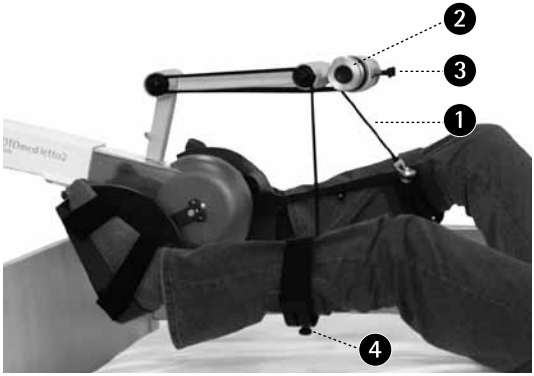

Bild 59
Benstyrningen »TrainCare komfort« (Bild 59) bidrar till att underbenen sitter säkrare och förhindrar att de oavsiktligt rör sig i sidled och dessutom förhindrar det en översträckning av blockering av knäleden.
Vadstödets radieinställning ❹ (Bild 59) kan ställas in individuellt för vänstra resp. högra sidan.